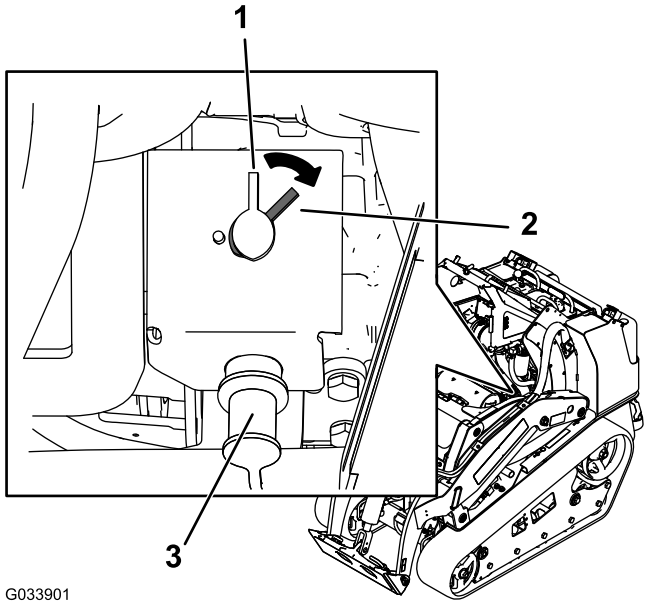

Figuur 49
- Om de machine elektrisch op te laden, draait u de accu-ontkoppelingsschakelaar rechtsom naar de stand AAN (Figuur 49).